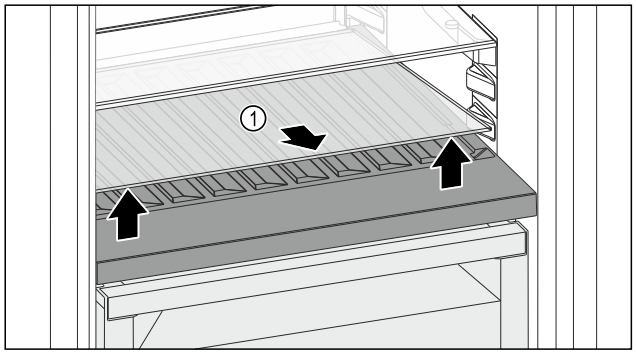

Fig. 97
▶ Ridicați în față și extrageți placa de sticlă *Fig. 97 (1)* din degajare.
▶ Păstrați placa de sticlă *Fig. 97 (1)* în siguranță în afara aparatului.